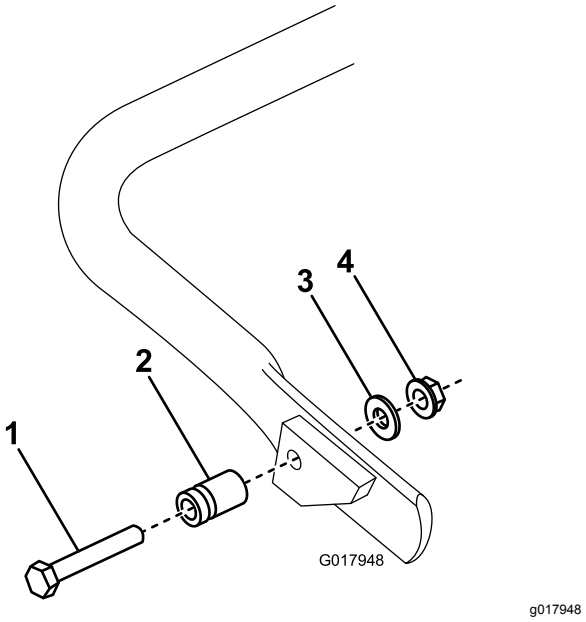

Figuur 7
1. **Alleen op model 04056**: maak de veersteun vast aan de rechterkant van de kickstandaard (Figuur 7). Gebruik hiervoor de bijgeleverde bout, ring en flensmoer.